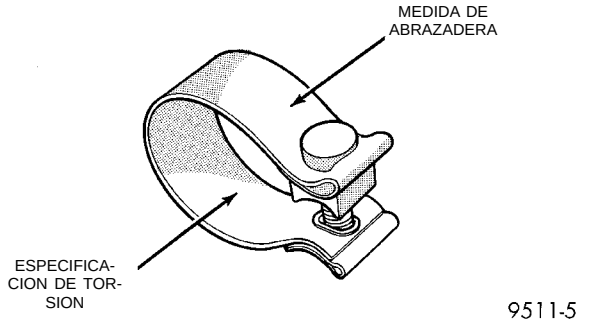

Fig. 10 Abrazadera de fleje (Torca)
(7) Conecte el sensor de oxígeno calefaccionado de salida.
(8) En el sistema de escape del PL se utilizará un nuevo estilo de abrazadera de fleje (Torca) (Fig. 10).